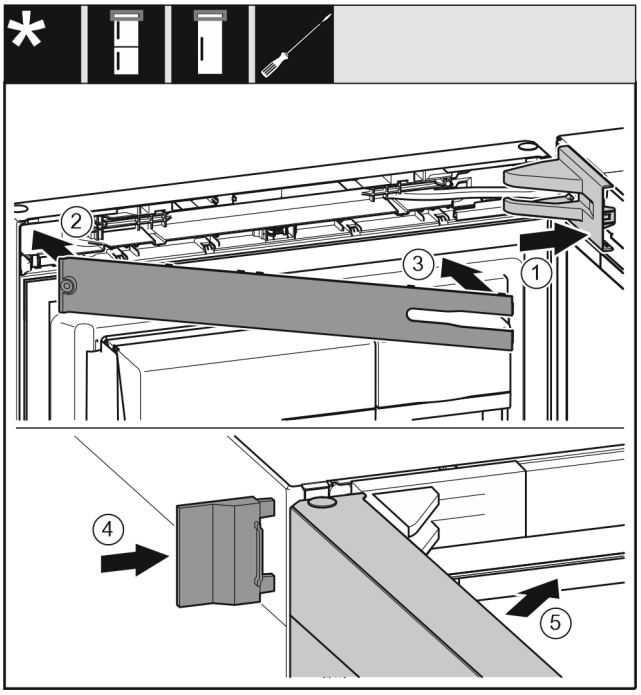

Fig. 73
▶ Lagerbockabdeckung *Fig. 73 (1)* aufsetzen und einrasten, ggf. vorsichtig auseinanderdrücken.
▶ Blende *Fig. 73 (2)* aufsetzen.
▶ Blende *Fig. 73 (3)* einschwenken und einrasten.
▶ Äußere Abdeckung *Fig. 73 (4)* aufschieben.
▶ Obere Tür *Fig. 73 (5)* schließen.